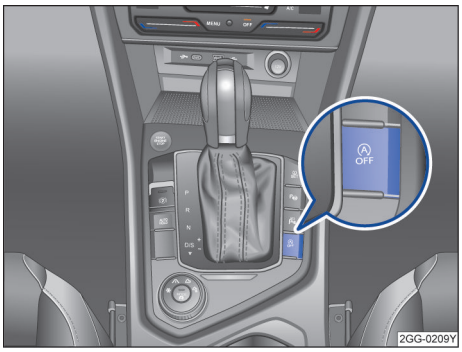

图 166 启停系统按钮
- 按两次按钮 Ⓐ →图 166。
– 按下按钮 Ⓐ OFF →图 166。